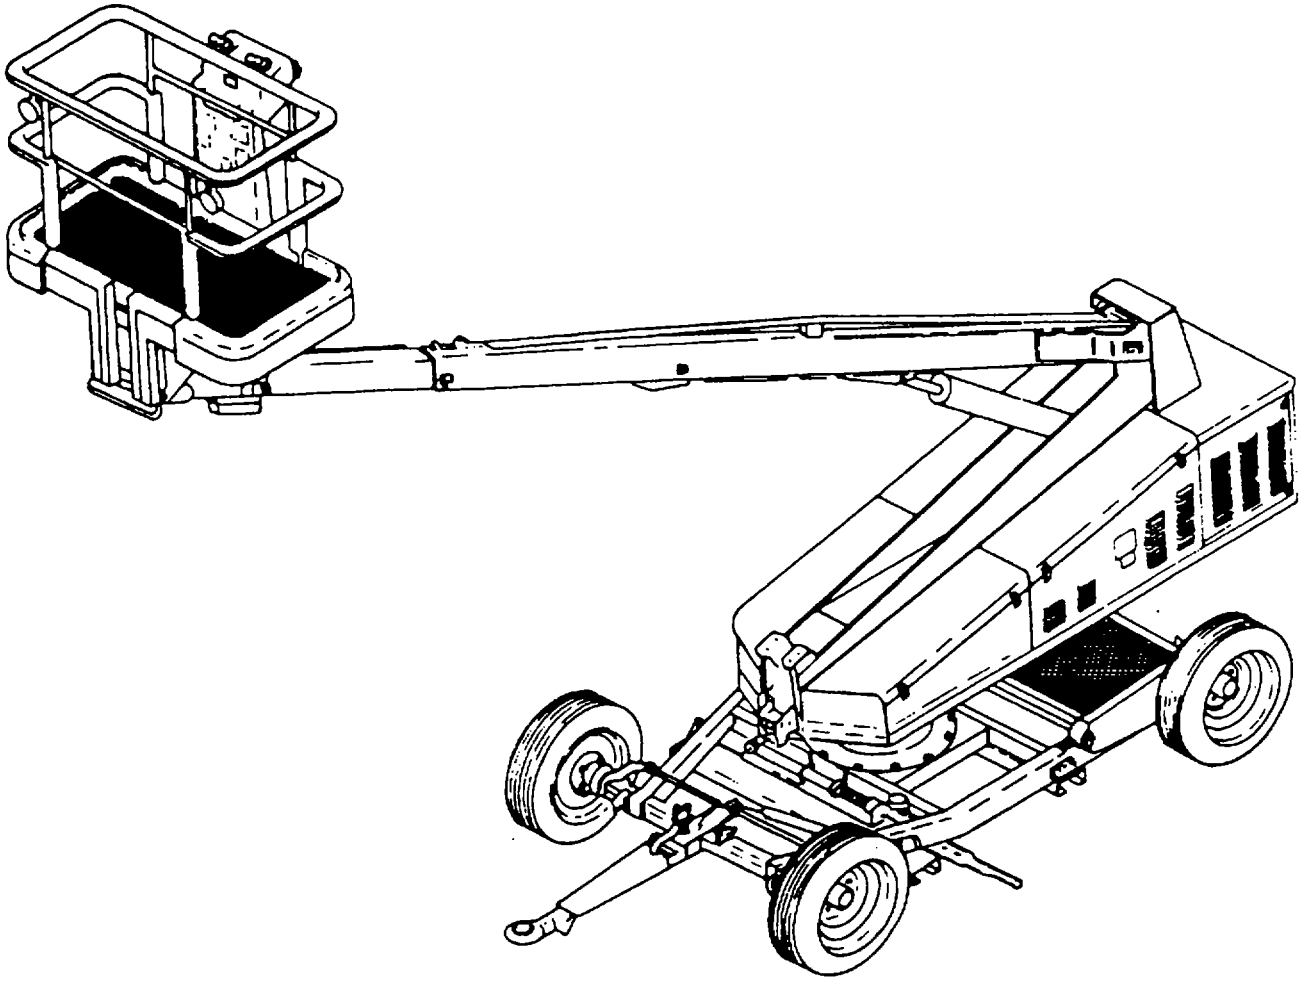

Figure 9-4. SPEM Stand
(4) Self-propelled elevated maintenance workstand. The Self-Propelled Elevated Maintenance (SPEM) workstand, shown in figure 9-4, is driven by a gasoline engine. The stand is self propelled at 2 mph and can be driven from the workbasket.